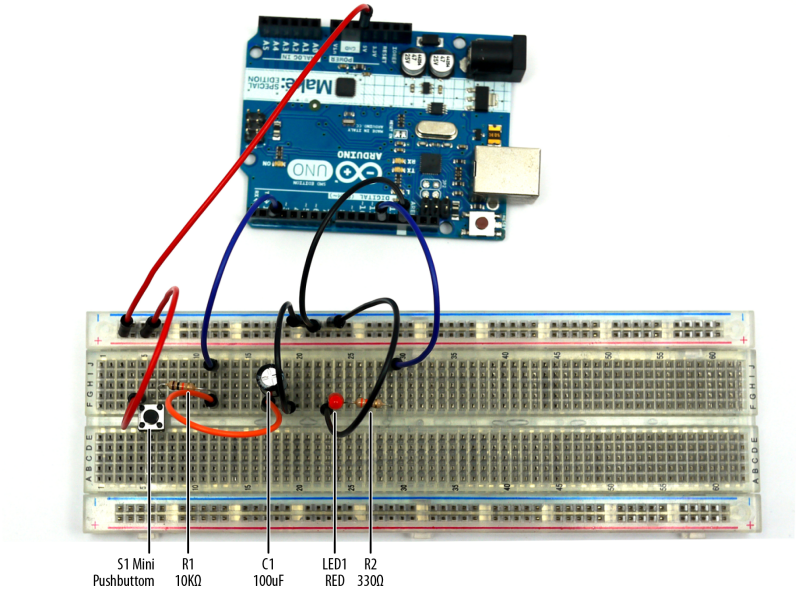
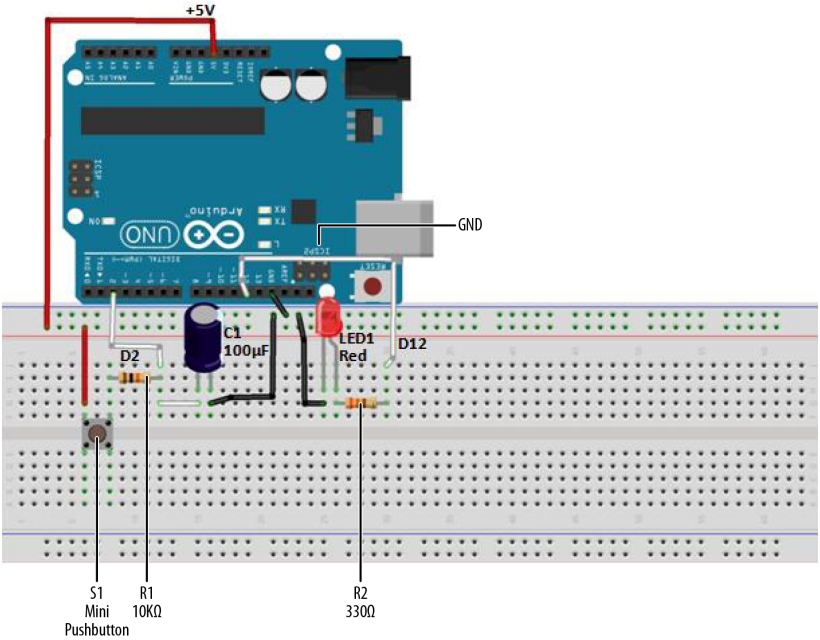

Figure 1-1. *Trick Switch circuit built on a full-size clear breadboard (both the 100 uF electrolytic capacitor and red LED negative pins are wired to ground)*
Figure 1-2. *Trick Switch Fritzing diagram*
In electronics, sometimes we want to keep a device on for a certain amount of time even when an electrical switch is turned off. Ordinary pushbuttons used to turn electronic devices on and off can easily be operated by a timed delay switch. How awesome would it be to create such a device to delay turning off a simple LED? Such a gadget could be used to trick your friends, family, or even the local Makerspace when they see the LED staying on after the pushbutton has been released. With a few electronic components from the Ultimate Microcontroller Pack, you can make an LED (light-emitting diode) stay on for a few extra seconds when a pushbutton switch is turned off. Figure 1-1 shows an assembled Trick Switch. The electronic components required to build the Trick Switch are shown in the Parts List.
When you press the pushbutton switch on this device, the LED turns on. The capacitor will begin storing electrical energy from the +5VDC power supply circuit of the Arduino. Releasing the pushbutton switch cuts off the flow of electricity from the source, but the energy stored in the capacitor keeps the Arduino running for a few extra seconds. The Arduino keeps the LED lit until the capacitor's stored energy is empty. You can build the Trick Switch using the electronic components from the Parts List and the Fritzing wiring diagram shown in Figure 1-2. Here are the steps required to build the electronic device:
2. Wire the electronic parts using the Fritzing wiring diagram of Figure 1-2 or the actual Trick Switch device shown in Figure 1-1.